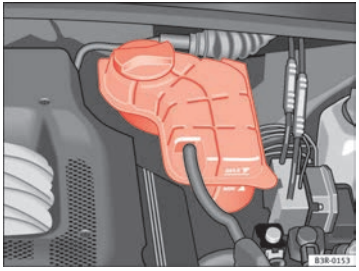

Fig. 181 Engine compartment: Liquid coolant deposit
– Check the coolant level on liquid coolant expansion tank ⇒ fig. 181. When the engine is cold, it should be between the “min” and “max” marks. When the engine is hot, it may be slightly above the “max” mark.
– Cover the cap on the expansion tank ⇒ page 232, fig. 181 with a cloth, and **carefully** unscrew the cap anti-clockwise ⇒ ⚠.